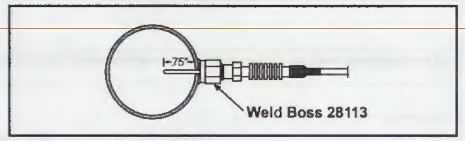

Figure 2. Welded Boss Type
3. Insert element into exhaust no deeper than .75 inch (see **Figure 2**).OPTIONAL- lubricate probe threads with high temperature lubricant (2000°F)